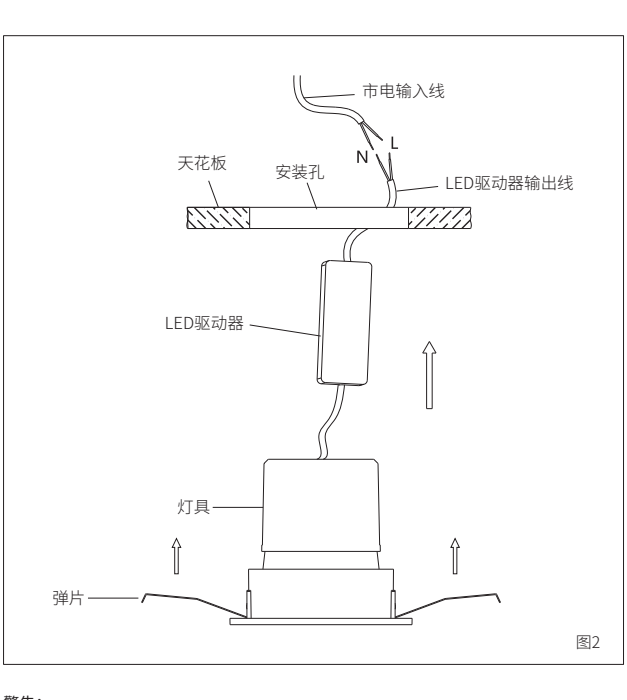

图2
2.断开电源，将市电火线，连接好零线与灯具驱动源L、N线(如图2);